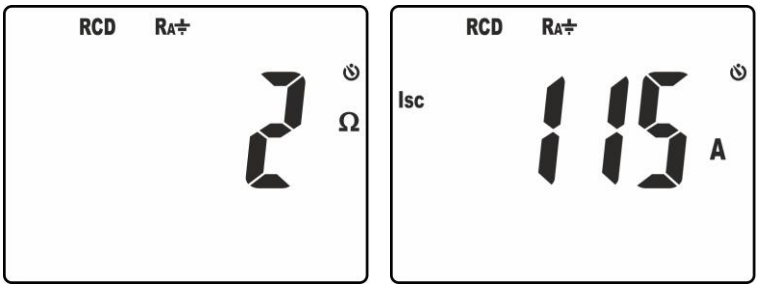

Fig. 22: Résultats de la mesure de la résistance globale de terre.
9. La page-écran de Fig. 22 – à gauche, montre la valeur de la résistance globale de terre. Cliquer sur les touches ▼/💡o ▲ pour afficher la valeur de courant de court-circuit présumée **Isc** (voir § 9.3)